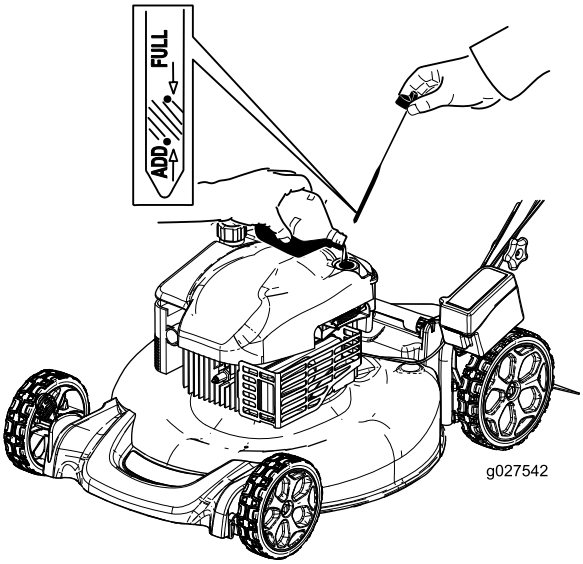

Figuur 11
2. Verwijder de peilstok (Figuur 11).
5. Haal de peilstok eruit en lees het oliepeil af; zie Figuur 11.